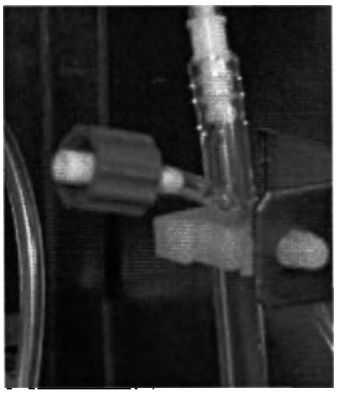

Рисунок 4-3
2. За этой дверцей находится оранжевый штуцер, как показано на Рисунок 4-3.